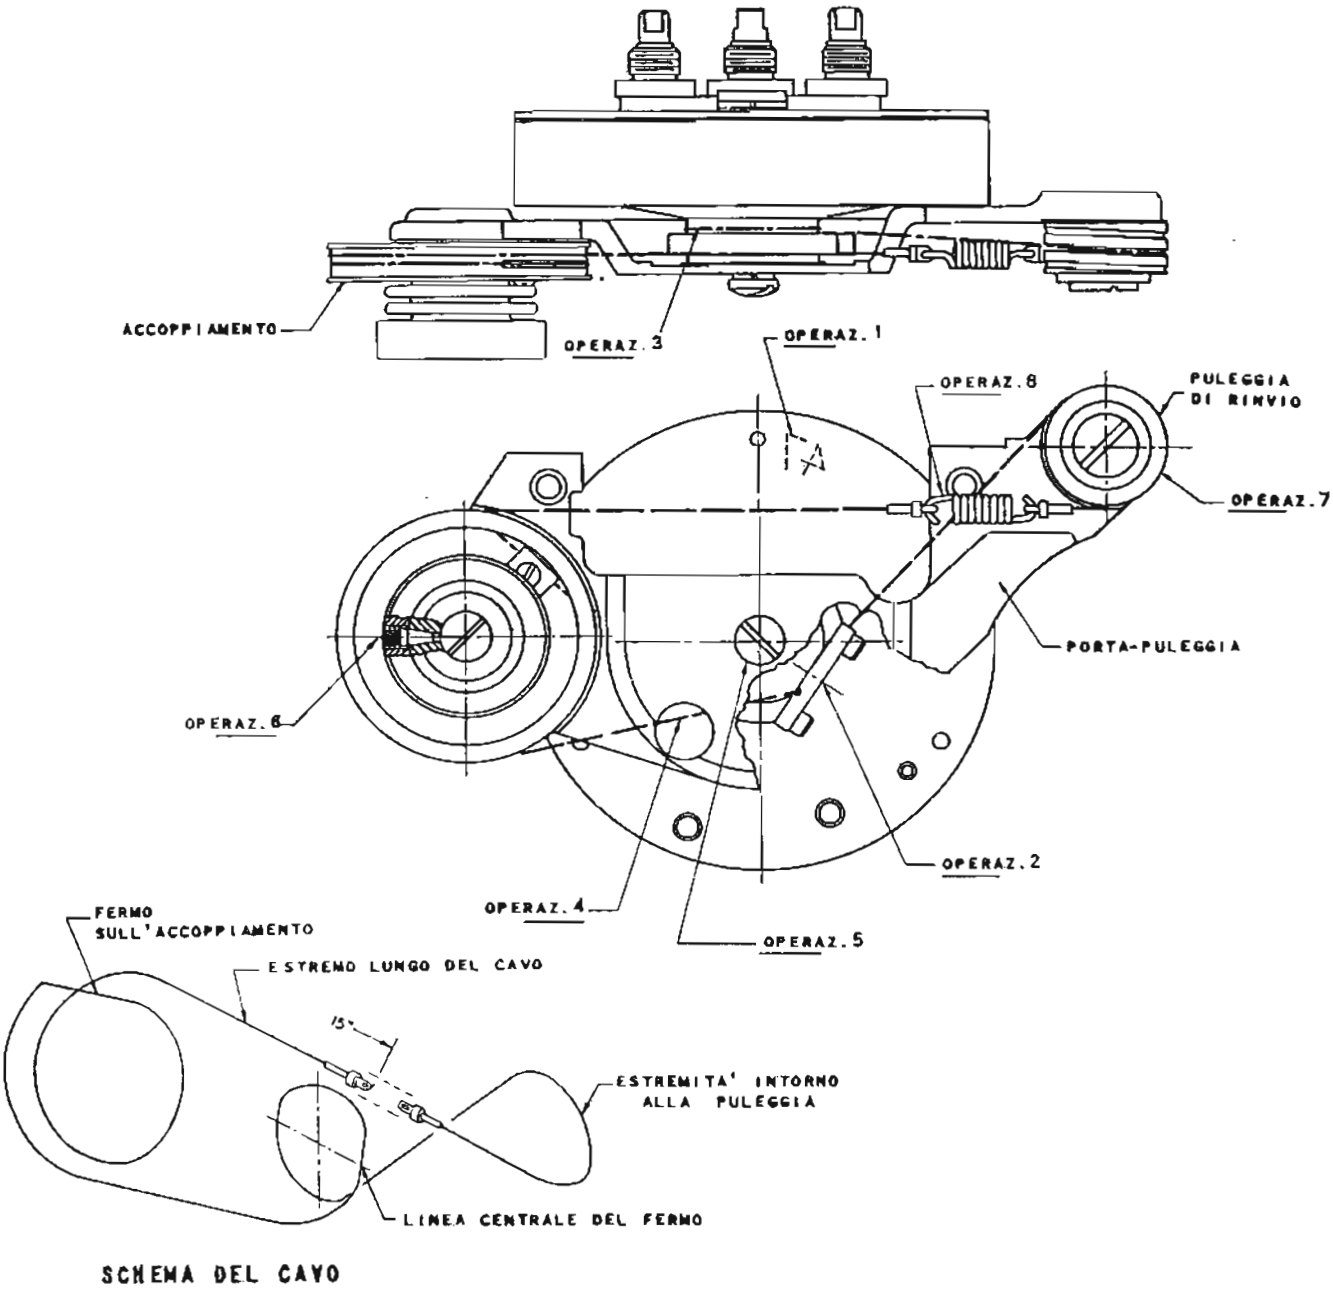

Fig. 49 - Sostituzione del cavo pilota del quadrante.
*g. Sostituzione del cavo pilota del quadrante.* Per sostituire il cavo pilota del quadrante, è necessario disimpegnare il pannello, rimuovendo i telai RF ed FI, come descritto nel paragrafo 62. Le operazioni per la sostituzione del cavo sono descritte nella fig. 49. I numeri che contrassegnano le operazioni appresso descritte corrispondono ai numeri riportati nella fig. 49; è necessario disporre di un cavo munito di attacchi ai due estremi. (Poichè per fissare gli attacchi al cavo è necessario uno speciale attrezzo, prima di preparare il cavo assicurarsi che si abbia a disposizione tale attrezzo). Anzitutto rimuovere il porta-puleggia dal complesso pilota del quadrante. Per fare ciò, rimuovere la grossa vite che fissa il porta-puleggia al tamburo. Rimuovere, poi, le due viti che fissano il porta-puleggia al pannello.
(1) Ruotare il quadrante (mediante la manopola sul pannello frontale), al massimo nel senso delle frequenze più basse.
(2) Misurare e marcare con un segno 15 pollici di cavo dall'estremità di un attacco terminale. (La lunghezza di 15 pollici di cavo, a partire dal terminale, verrà in seguito denominata sezione lunga di cavo, e l'attacco terminale verrà chiamato estremo lungo del cavo. L'altro attacco terminale verrà chiamato estremo corto del cavo). Fissare il cavo al tamburo in modo che l'estremo lungo sia dalla parte della
(4) Far passare l'estremo lungo del cavo attraverso il foro del porta-puleggia.
(5) Riattaccare il porta-puleggia al tamburo.
(6) Ruotare l'accoppiamento (puleggia grande) finchè il foro della vite segnato in verde sia puntato verso l'esterno e corrisponda alla linea centrale del pilota del quadrante. Fissare ora il cavo al dispositivo d'accoppiamento e avvolgerlo come indica lo schema del cavo.
(7) Disporre la puleggia piccola approssimativamente nella posizione indicata in fig. 49. Avvolgere il cavo intorno a tale puleggia, come indica lo sche-
ma del cavo, e disporlo come mostrato nella parte in alto della fig. 49.